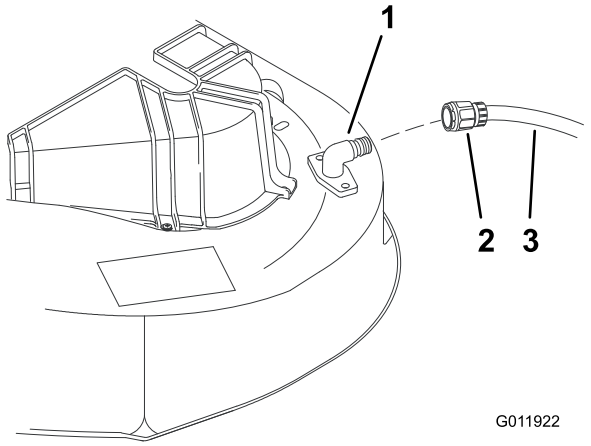

Figura 29
2. Montate il manicotto del tubo flessibile all'estremità del raccordo di lavaggio del tosaerba, quindi aprite il rubinetto per erogare un getto d'acqua forte (Figura 29).